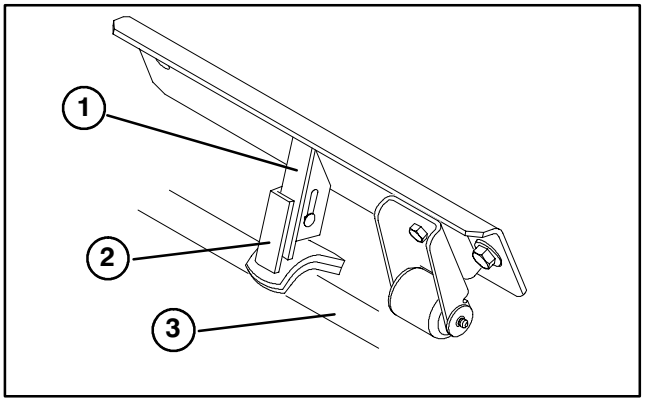

Figure 11
2. On front center cutting unit, loosen the carriage bolts and nut securing the stabilzer saddle to stabilzer (Fig. 11).